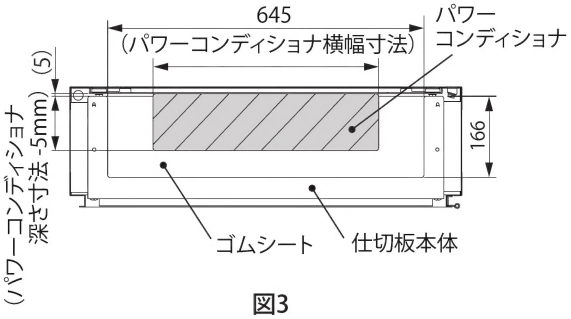

図3
9. 仕切板本体のゴムシートをパワーコンディショナの外形寸法に合わせてハサミなどでカットしてください。（図 3）